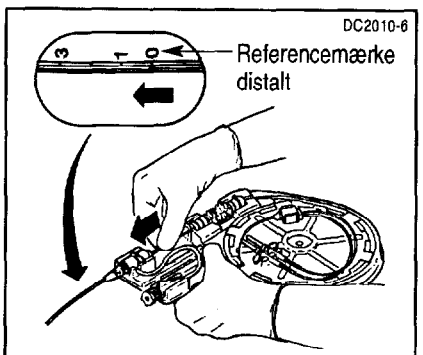

Figur 3. Probens indføring og placering i katetret
4. Før proben fremad, til dens dybdereferencemærke (sort linie) er placeret ved nulmærket på den klare forlængerslange på RV-lumenet (Figur 3). P.g.a. produktionstolerancer er spidsen på proben nu mellem RV-porten